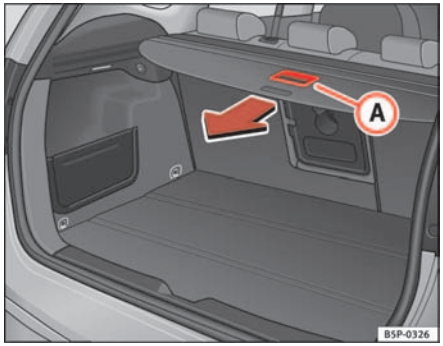

Fig. 120 Using the luggage compartment cover
– Pull cover backwards using the pull (A) until a “click” is heard ⇒ fig. 120.